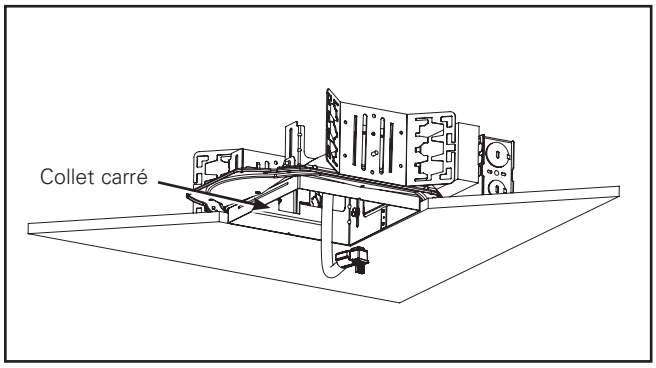

Figure 2.
1. Insérez l'extrémité de la conduite flexible dans l'ouverture de la structure d'ouverture du plafond exposant la partie supérieure de la prise de débranchement rapide (Figure 2).